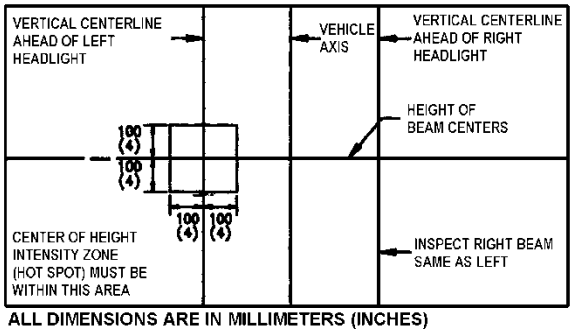

**FIGURE 105: AIM INSPECTION LIMITS FOR UPPER-BEAM HEADLAMPS**
5. Low beam headlamps are aimed so that the top edge (the cutoff) of the high-intensity zone is at the vertical location as per Table 1 and the left edge of the high-intensity zone is at the vertical centerline of the headlamp (Figure 105).